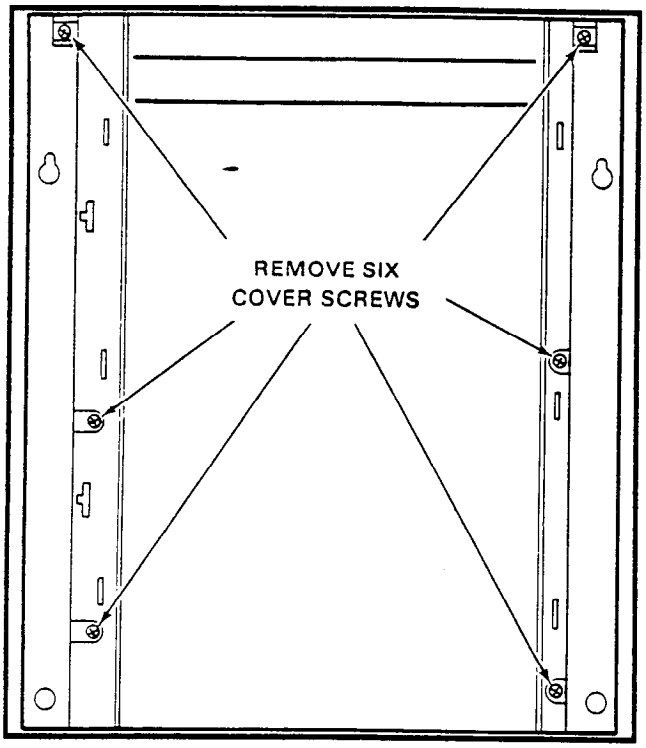

FIGURE 6—HKSU COVER REMOVAL
05.03 If any optional PCBs (SSTU, SEPU, STMU, SMOU, SPFU, SVCU, SDTU or SCOU/VCOU) are required, refer to Figure 6 and remove the HKSU cover as follows:
2) Remove three screws from each side of the HKSU per Figure 6.